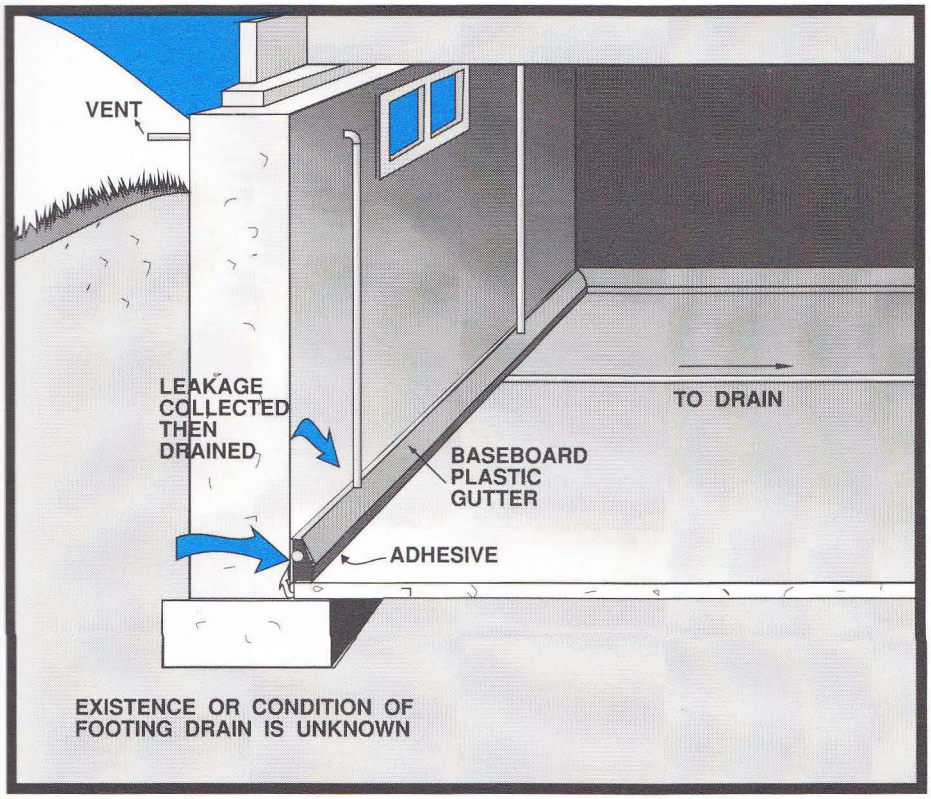

**FIGURE 40**
- If the source and cause of water leakage through basement walls cannot be easily or economically controlled, then the leaking water can be collected in interior *gutter* systems and connected to the floor drain or sump pump. These systems consist of enclosed baseboard *gutters* which are glued and caulked to the floor along the bottom of the basement wall. Some systems just trap leaking water from the base of the wall and channel it away to the drain or sump pump. Other systems can catch and drain away moisture that enters the walls from above the *gutter* system. The interior *gutter* system must be carefully designed and constructed. (See Figure 40.)